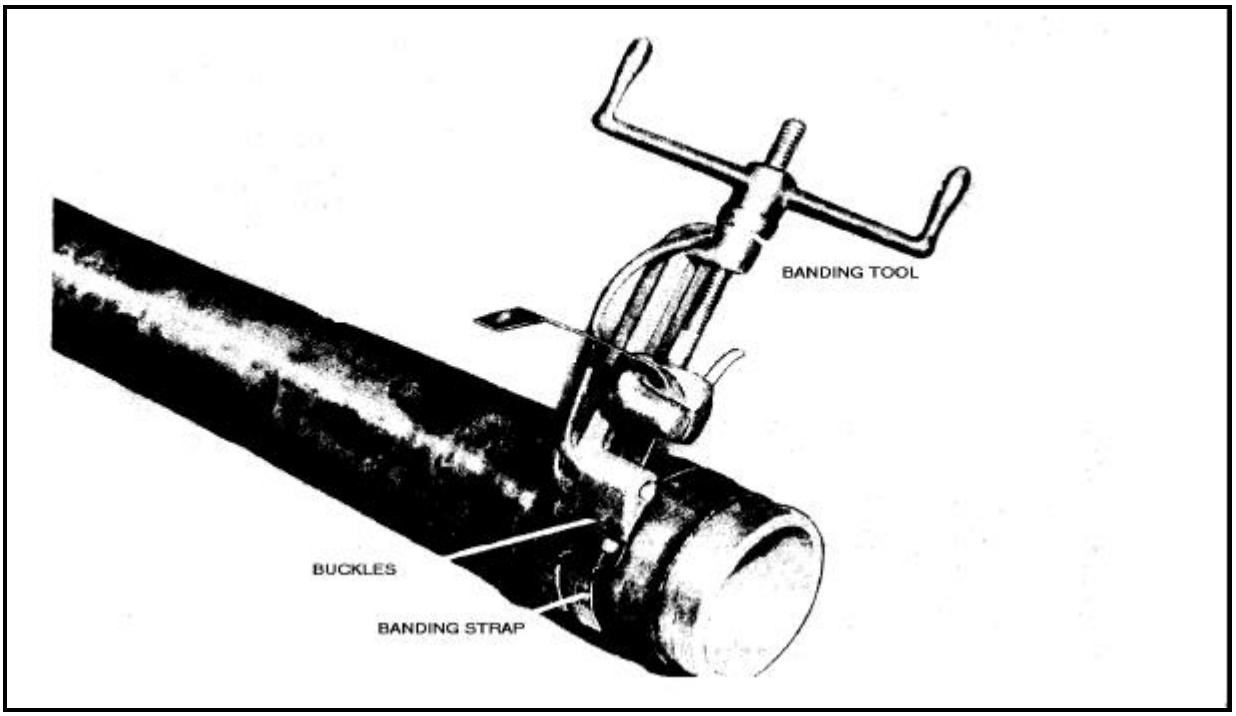

Figure 27-13. Coupling repair showing the use of the handing tool
•Use the banding tool, which comes with the repair kit, to put banding straps on the hose as shown in Figure 27-13, page 27-10.